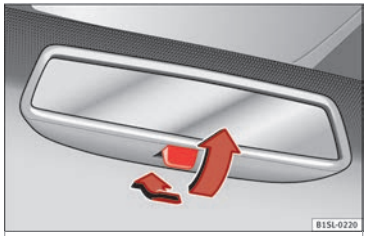

Fig. 50 Manual anti-dazzle function for rear vision mirror
- Pull the lever to the back to select the anti-dazzle function ››› Fig. 50.